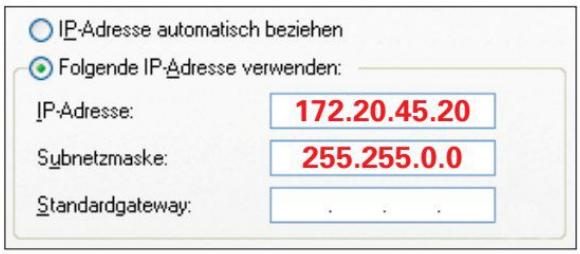

Bild 5: IP-Adresse und Subnetzmaske
b) Tragen Sie in die Maske **(Bild 5)** die benötigten Einstellungen ein.